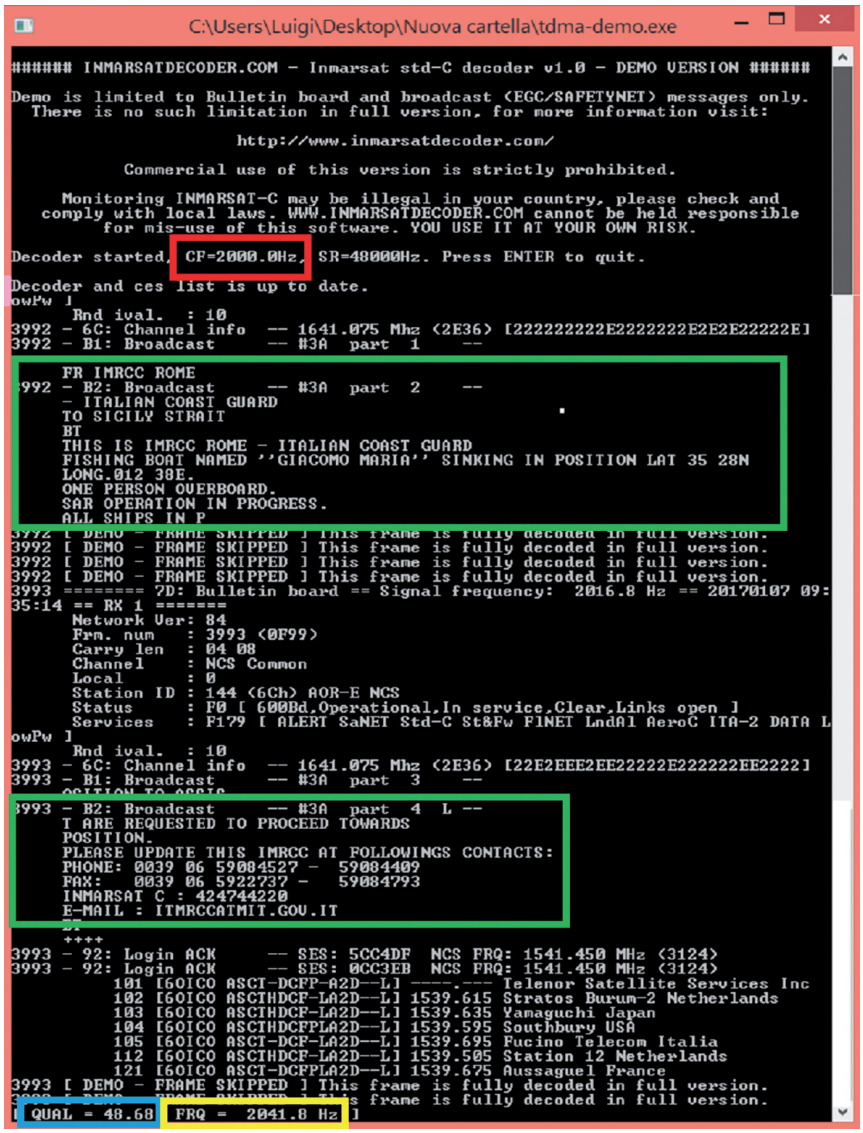
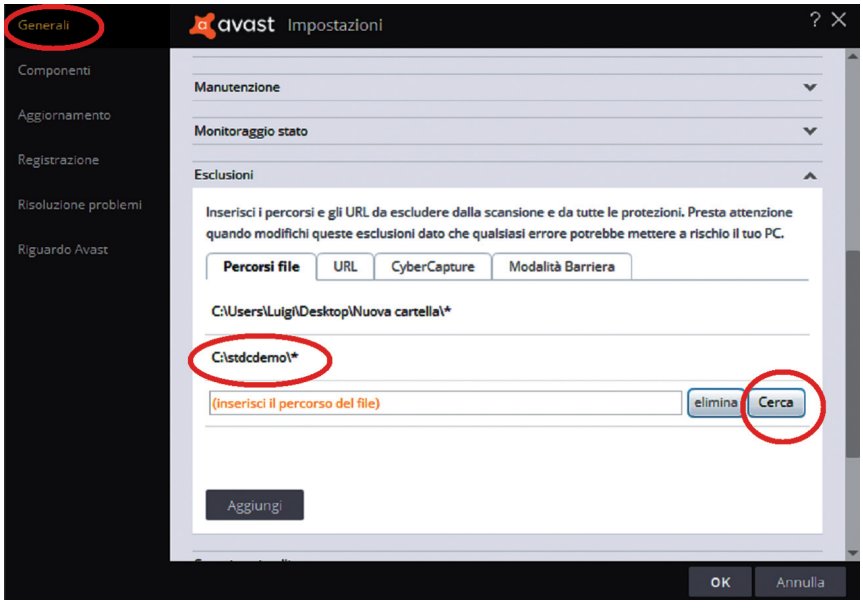

Fig. 5 - Schermata di STDC - demo
Fig. 6 - settaggio di AVAST
(ENHANCED GROUP CALLING). Questi servizi sono però fruibili solo se ci si trova all'interno delle aree di copertura del servizio INMARSAT, dal 76° parallelo sud al 76° nord. Se ci si trova al di fuori, cioè nelle aree polari, tutto ciò non è disponibile e quindi per qualunque comunicazione (purtroppo anche per eventuali richieste di soccorso) bisogna aspettare la disponibilità di uno dei satelliti polari citati all'inizio e in questi casi l'EPIRB è ancor più fondamentale. La descrizione del servizio, sintetizzata fino all'inverosimile, è tutta qui. Passiamo all'ascolto attivo. I due software che più avanti vi propongo (uno nella sua versione demo e uno in versione completa) consentono esclusivamente la decodificazione dei messaggi EGC (Enhanced Group Calling) inerenti eventuali richieste o prestazioni di soccorso (speriamo mai!), bollettini meteorologici, allarmi meteo. Le comunicazioni, almeno quelle di cui ci occupiamo, sono effettuate in banda "L", nella gamma che si estende da circa 1520 a oltre i 1550 MHz; per trattare con questi segnali è necessario disporre il ricevitore per la decodificazione in USB, tenendo presente che alla fine si ottiene un segnale audio con una larghezza di banda superiore a 2 kHz. Il primo programma di cui ci occupiamo è INMARSAT STDC, la cui versione demo è scaricabile dalla pagina web http://www.inmarsatdecoder.com/. Questa versione consente di decodificare soltanto i messaggi EGC, cioè quanto di nostro interesse. Prima di andare avanti, però è assolutamente indispensabile fare una precisazione circa uno sgradevole particolare che, prima che io ne venissi a conoscenza, mi ha fatto penare non poco. La versione demo dispone di una protezione dell'EXE, che se da un lato lo mette (o almeno dovrebbe mettere) al riparo da interventi di crack, dall'altro fa sì che il programma sia visto da molti antivirus come un virus. Il famoso AVAST, ad esempio, al primo tentativo di avvio, lo danneggia irreparabilmente e poi avvisa di avere eliminato un pericoloso virus (!). Naturalmente si tratta di un falso positivo e pertanto è assolutamente necessario settare l'antivirus in modo che non intervenga su INMARSAT STDC, che solo così potrà funzionare regolarmente. Come falsariga, vi descrivo il procedimento da mettere in pratica con AVAST. La prima operazione consiste nella creazione della cartella in cui poi installerete il programma; poi settiamo l'antivirus con APRI L'INTERFACCIA UTENTE DI AVAST > IMPOSTAZIONI > GENERALI > ESCLUSIONI > CERCA (fig. 6). Cercate e selezionate ora la cartella destinata all'installazione e quindi cliccate su OK. Solo a questo punto potete installare STDC DEMO nella cartella medesima. Di questo programma in versione demo, che si presenta come nella fig. 5, ci sono alcune cose da dire; la frequenza centrale (CF) su cui si sincronizza è paria a 2 kHz, come evidenziato nella figura stessa. Considerando che, come ho detto prima, il segnale demodulato occupa una banda larga oltre 2 kHz, la conseguenza di tutto ciò è che si ottiene un inviluppo a frequenze audio che si estende da meno di 1 kHz a più di 3 kHz. Visto che stiamo operando in SSB, quest'ultimo valore in relazione al ricevitore usato, potrebbe risultare eccessivamente elevato, in considerazione del fatto che nella ricezione SSB, in qualche caso, la risposta audio di un normale RX arriva con difficoltà a 3 kHz. Diverso è il caso quando ci troviamo di fronte alle tanto famose chiavette USB, in cui la risposta dei filtri può essere regolata a piacere e per la quale possiamo stabilire un limite massimo di 3,5 ÷ 3,6 kHz; lo stesso dicasi per i ricevitori tradizionali, ma dalle caratteristiche professionali. In quest'ultima versione demo, mancano lo spectrum meter e/o il waterfall, che danno un aiuto fondamentale per sintonizzare la frequenza esatta, e che erano presenti in una precedente versione. Perché il waterfall e/o lo spectrum meter sono fondamentali in questo tipo di ricezione? La risposta alla domanda sta nel fatto che questi programmi (ma anche altri non citati) non visualizzano istantaneamente il segnale decodificato, ma lo fanno con qualche secondo di ritardo, che impedisce di seguire in tempo reale gli effetti della sintonia fine effettuata nel RX. Né si può fare affidamento solo sull'indicazione della "CF" (vedi fig. 5), in quanto l'indicazione di 2000 Hz, di cui dirò più avanti, potrebbe aversi anche con segnali audio diversi da quelli di nostro interesse, portandoci fuori strada. Se a ciò aggiungiamo il particolare non secondario che, affinché si possa decodificare il segnale ricevuto, questo deve arrivare al
in cui la fascia relativa al segnale audio risulta centrata sul valore di 2 kHz, che poi è la "CF" di fig. 5. Si capisce allora, che CF è la frequenza che funge da sincronismo, affinché il programma possa svolgere la sua funzione di decodificatore. In ogni caso, una volta raggiunto questo "centraggio", qualche secondo dopo STDC comincia a mostrare quello che ha decodificato. Questa situazione è quella che verrebbe definita "una botta di… fortuna" (per la verità, dalle mie parti, in luogo di "fortuna" si userebbe un altro termine, ma qui non mi pare il caso). Molto più probabile invece è il caso in cui il waterfall non risulti centrato esattamente o che addirittura sia fuori campo; in tal caso, agendo sulla sintonia del ricevitore, fate in modo che la banda colorata sia quanto più possibile centrata come in figg. 7 – 8 - 9 oppure sull'indicazione "2000" come nelle fig. 5. Adesso, a passi di 10 o 100 Hz, secondo le esigenze del caso, un passo alla volta, aggiustate la sintonia, fino a raggiungere contemporaneamente sia una CF più prossima al valore di 2000, sia la massima qualità del segnale come evidenziato in basso nella fig. 5. In ogni caso, l'indicazione della qualità, che è bene non scenda sotto l'indicazione "10", dipende anche dall'ampiezza del segnale audio, oltre che dal corretto centraggio del famoso "2000". Sempre in fig. 5, in basso, l'evidenziazione azzurra mostra la qualità del segnale, mentre quella gialla rimarca che la CF reale è leggermente diversa da quella nominale; quindi la sintonia del ricevitore andrebbe aggiustata, siccome l'errore è minimo, il programma decodifica regolarmente, come mostrano i bollettini evidenziati col colore verde.